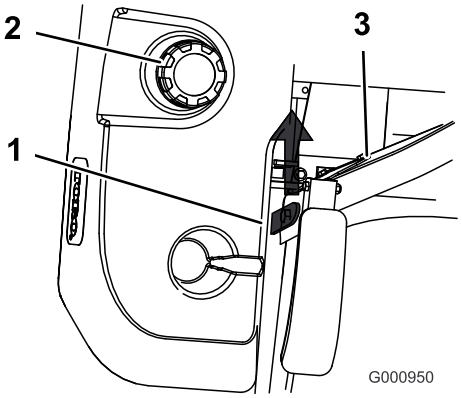

Figur 23
3. Hæv sædet. På den måde får du adgang til maskinen under sædet (Figur 23).